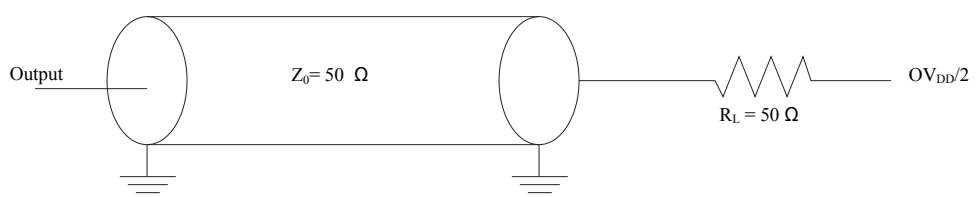

Figure 30. I²C AC test load
3. The symbols used for timing specifications herein follow these patterns: $t_{\text{(first two letters of functional block)(signal)(state)(reference)(state)}}$ for inputs and $t_{\text{(first two letters of functional block)(reference)(state)(signal)(state)}}$ for outputs. For example, t_{I2DVKH} symbolizes I²C timing (I2) with respect to the time data input signals (D) reaching the valid state (V) relative to the t_{I2C} clock reference (K) going to the high (H) state or setup time. Also, t_{I2SXKL} symbolizes I2C timing (I2) for the time that the data with respect to the START condition (S) went invalid (X) relative to the t_{I2C} clock reference (K) going to the low (L) state or hold time. Also, t_{I2PVKH} symbolizes I2C timing (I2) for the time that the data with respect to the STOP condition (P) reaches the valid state (V) relative to the t_{I2C} clock reference (K) going to the high (H) state or setup time.
4. See Figure 30.